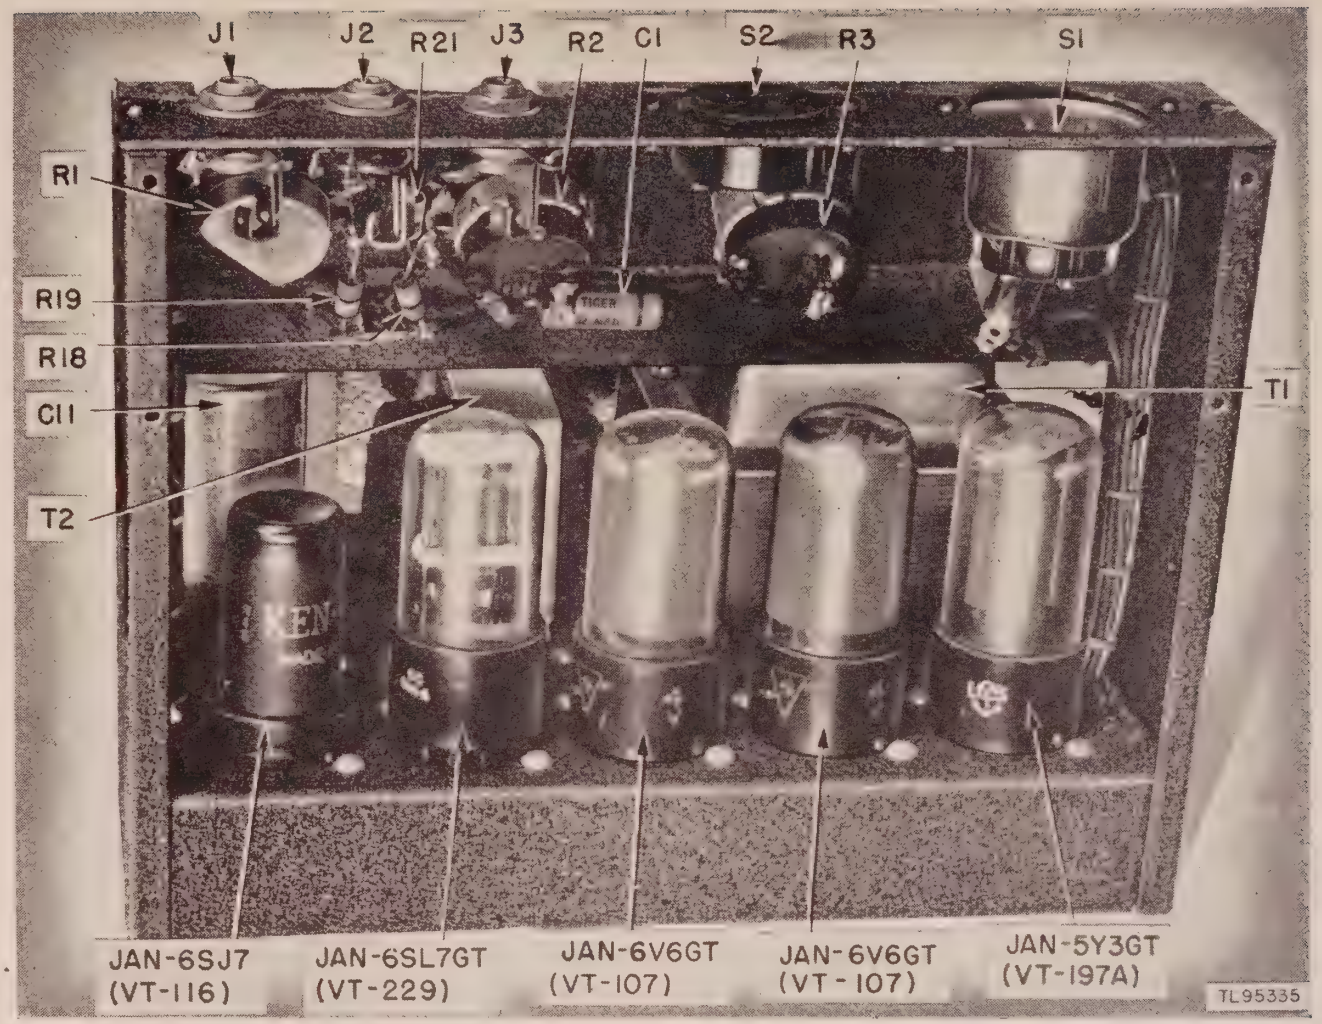

Figure 16. Reproducer amplifier chassis, rear view, grill removed.
(4) Illustrations of components (figs. 16 and 17). (Front. top, and bottom views will aid in locating and identifying parts.)